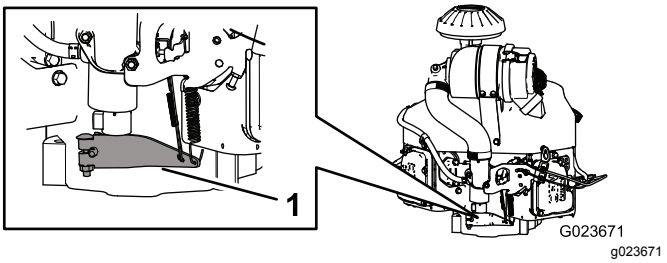

Figuur 66
3. Duw het veeruiteinde van de regelarm naar beneden (Figuur 66).